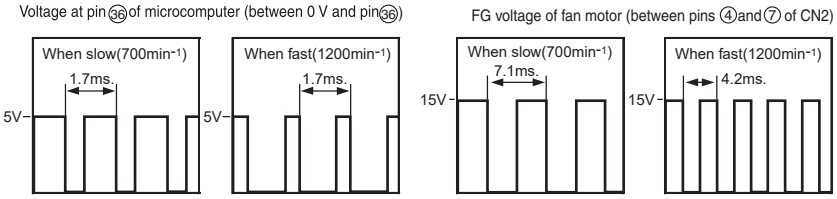

Fig. 3-2
- The VS receives a command voltage from the microcomputer. The VS terminal undergoes an analog voltage that matches the Lo level time ratio of the pulse signal from pin ㊶ of the microcomputer. (See Fig. 3-2.)